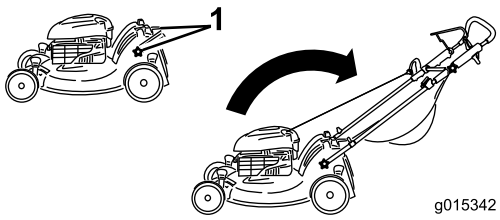

Figur 3
1. Fjern knottene på håndtaket fra gressklipperhuset (Figur 3).
3. Monter og stram knottene på håndtaket som du fjernet i tidligere trinn 1 (Figur 3).